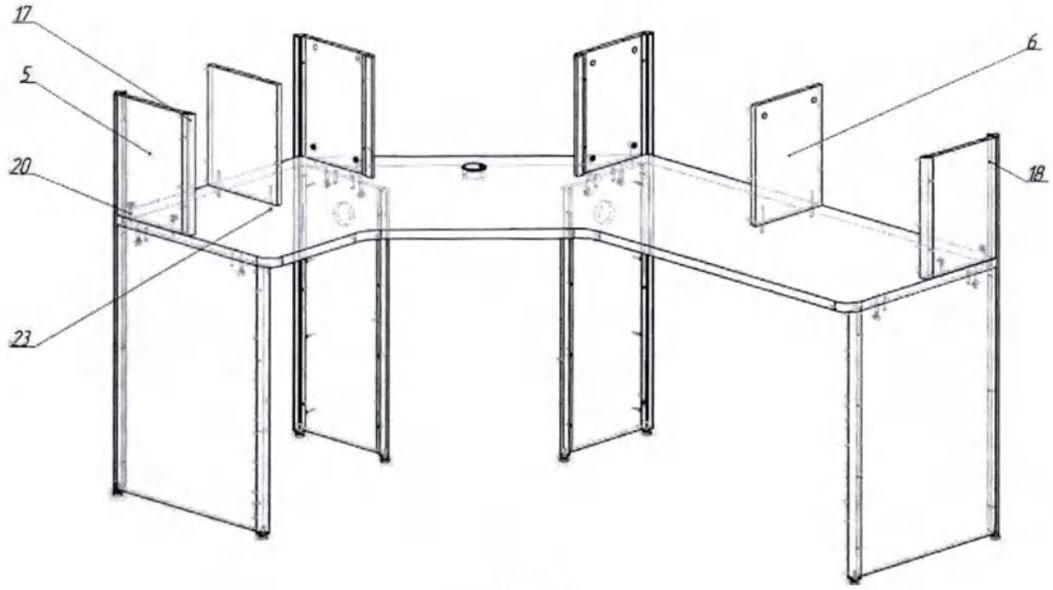

Рис.5
4.13.Установить ранее собранные стойки надстройки на столешнице так, чтобы головки штоков и шканты вошли в подготовленные отверстия панелей. **Особого давления на панели не прилагать** (рис. 5).
4.14.С помощью крестовой отвертки или ключа, поворачивая по часовой стрелке эксцентрики, притянуть панели надстройки к столешнице стола. Закрыть эксцентрики заглушками (рис. 5) (22).
4.15.Дополнительно закрепить панели надстройки на передних профилях при помощи саморезов 3,5х16 (рис. 5) (18).
4.16.Закрепить средние панели надстройки при помощи евровинтов 7х70 (рис. 5) (23).